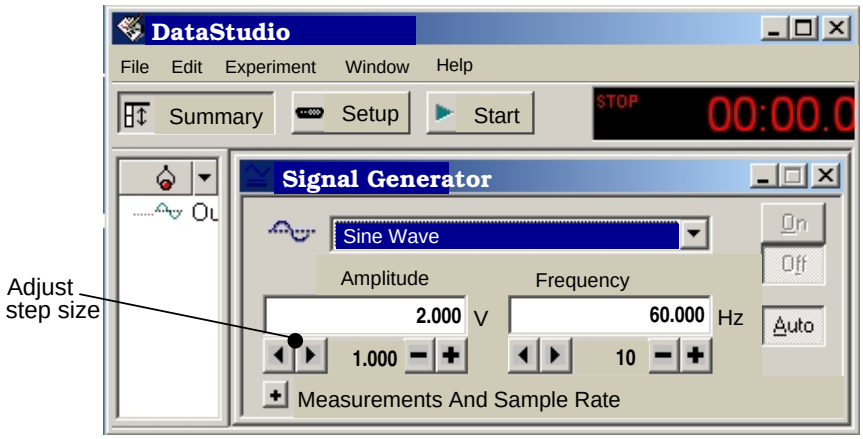

Figure 4: The PASCO DataStudio display.
1. Place the sheet of paper provided on the table; this will make it easier to see the vibration of the string. Measure accurately the distance, L, between the bridge and the pin of the speaker using the two meter ruler; record this in your lab notebook. Click on the LAUNCH EXPERIMENT icon (i.e., the telescope), from the on-line lab manual. The computer monitor will appear as shown in Fig. 4.